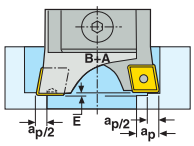

Рис. 3 Ступенчатая расточка
Требуемое (E) осевое смещение на меньшем диаметре достигается заменой одной резцовой вставки типа A удлиненной резцовой вставкой типа B (с соответствующей маркировкой) с таким же углом в плане (Рис. 3)